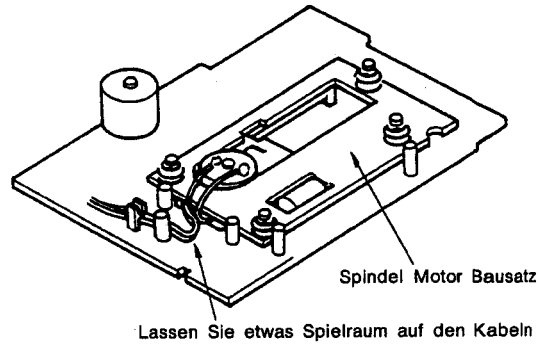

Abb. 8
5. Vorsichtsmaßnahmen beim Austausch des Spindel-Motor Bausatzes (Abb. 8)